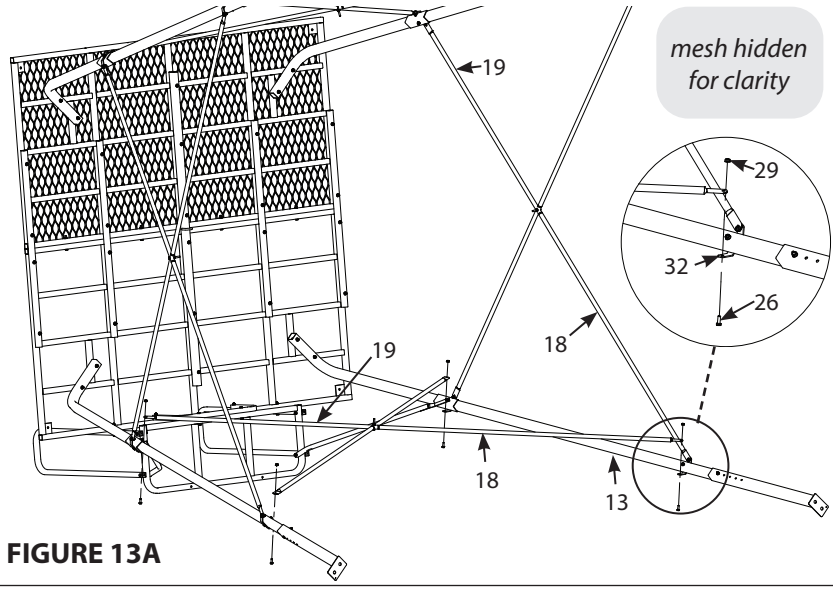

FIGURE 13A
13. While paying attention to the orientation of the cross braces, attach the cross brace assemblies to the inside of the brace-to-leg attachment brackets (32) using a 1/4-20 X 3/4 IN bolt (26) and 1/4-20 nut (29) on each end. The female cross braces (19) should be closer to the platform side of the tower as shown. **SEE FIGURE 13A.** *Securely tighten all loose hardware at this time.*